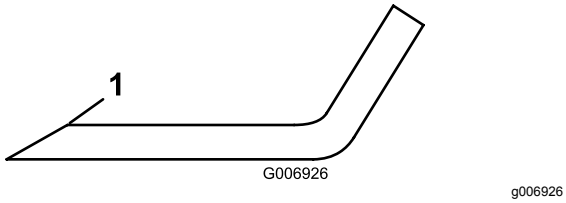

**Figur 85**
3. Kontrollera samtliga knivars skäreggar. Slipa knivseggarna om de är slöa eller hackiga. Slipa endast skäreggens översta del och behåll den ursprungliga skärvinkeln för bästa skärpa (Figur 85). Kniven förblir balanserad om lika mycket metall avlägsnas från båda eggarna.